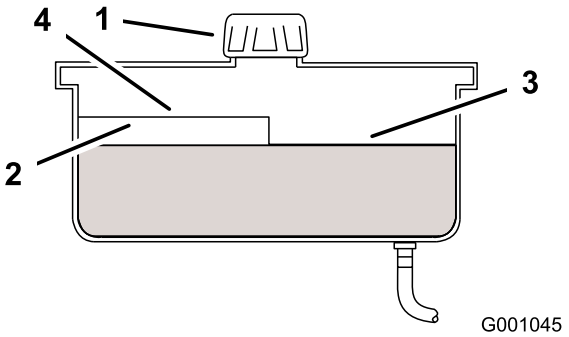

Figur 75
2. Rengjør rundt påfyllingshalsen for hydraulisk olje (Figur 75).
3. Ta lokket av påfyllingshalsen. Se på innsiden for å kontrollere om det er olje i beholderen (Figur 75).
Merk: Oljenivået skal nå til toppen av nivået ”hot” på skjermen når væsken er varm (Figur 75).